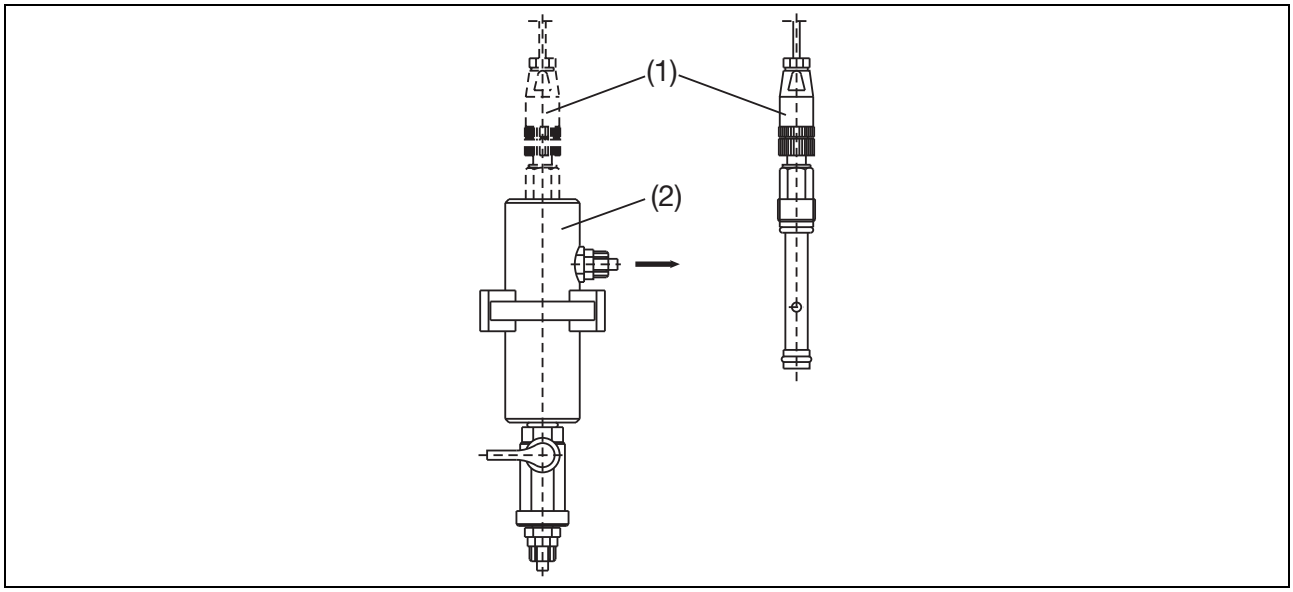

Fig. 8: Flow monitoring with a flow monitor
For correct functioning of the sensors, a minimum incident flow velocity of 15 cm/sec must be maintained, corresponding to a minimum flow volume of 30 liters/hour in the JUMO flow-through fitting. If it is not possible to ensure that the minimum flow velocity is maintained through other means, then the incident flow velocity should be monitored by our flow monitor (1). A suitable fitting (2) for the flow monitor is available (Fig. 8).